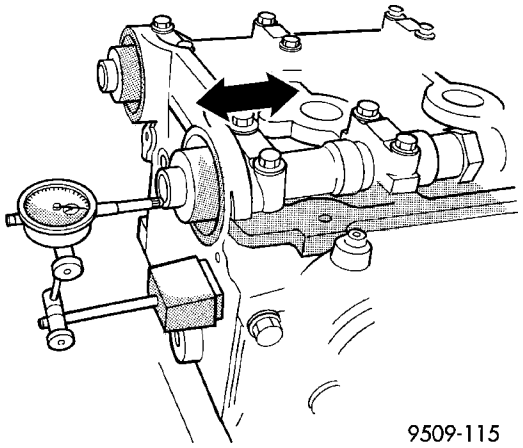

Fig. 24 Camshaft End Play - Typical
(3) Zero dial indicator (Fig. 24).
(4) Move camshaft as far forward as it will go.
(5) Record reading on dial indicator. For end play specification, (Refer to 9 - ENGINE - SPECIFICATIONS).
(6) If end play is excessive, check cylinder head and camshaft for wear; replace as necessary.